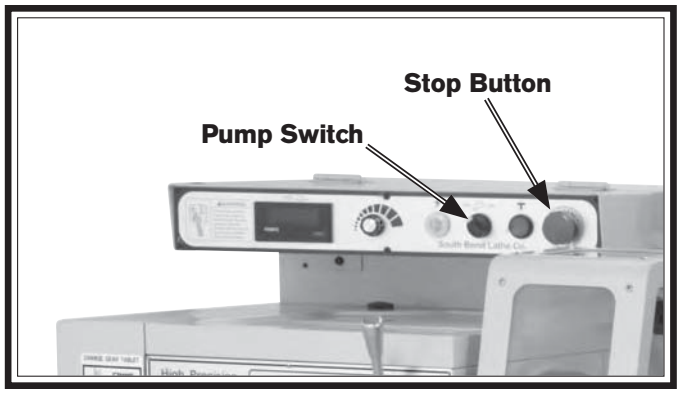
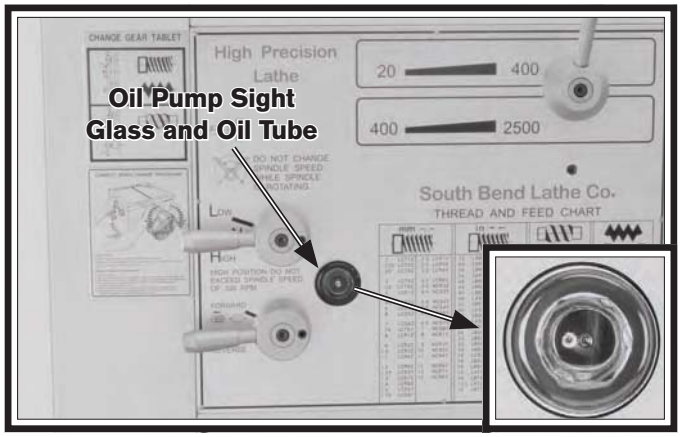

Figure 17. Control panel-test run.
Figure 24. Oil pump sight glass and oil tube.
5. Turn the pump switch (**Figure 17**) to the ***OFF*** position, and point the fluid nozzle into the chip drawer.
13. Rotate the stop button (**Figure 17** on **Page 18**) clockwise until it pops out. The pump will turn ***ON***. Observe the oil pump tube sight glass (**Figure 24**). Verify that you see oil flowing out of the tube and against the sight glass.